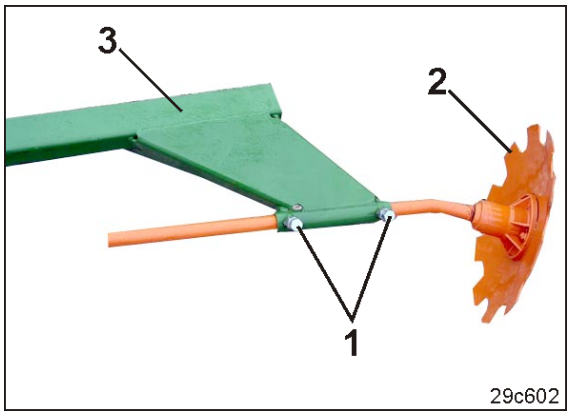
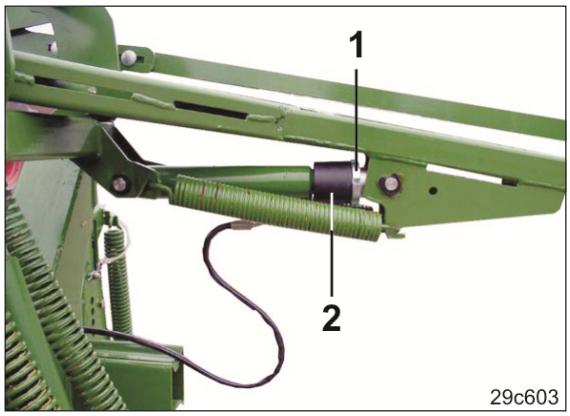

Fig. 129
Fig. 132
4. Schrauben (Fig. 129/1) lösen.
6. Schrauben (Fig. 129/1) festziehen.
Mit 8,1 m Arbeitsbreite kurze Endausleger (Fig. 129/3) montieren (siehe Kapitel „Kurze Endausleger montieren“, Seite 110).
1. Kurze Endausleger (Fig. 129/3) montieren.
6. Kontermutter (Fig. 132/1) lösen.
7. Anschlagmutter (Fig. 132/2) solange verdrehen bis die Arbeitstiefe der Spuranreißerscheibe (Fig. 129/2) auf ca. 5 cm begrenzt ist.
8. Kontermutter (Fig. 132/1) festziehen.